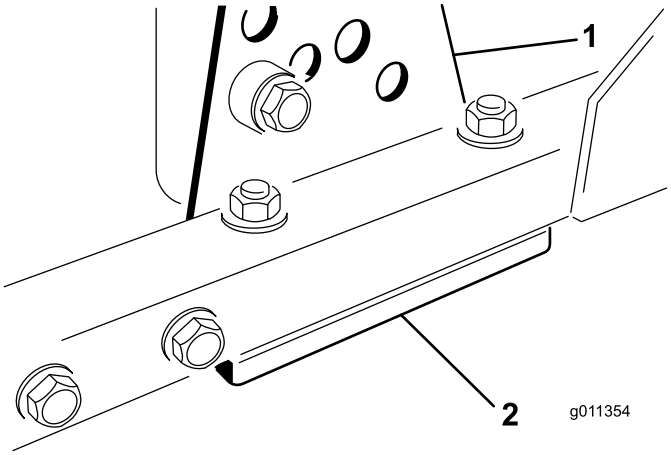

Figur 67
1. Avlägsna klipphöjdsfästet (främre, vänstra eller högra) från däckramen (Figur 67).
2. Justera mellanlägg på 1,5 mm och/eller 0,7 mm mellan däckramen och fästet för att erhålla önskad höjdinställning (Figur 67).